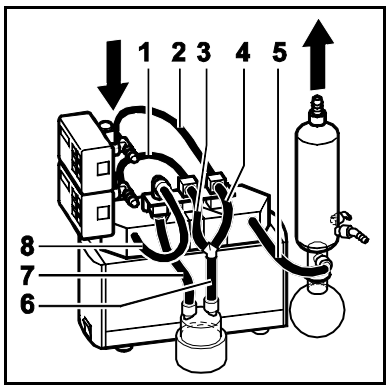

Abb. 18: Verschlauchung System SCC
8	Schläuche (siehe Abb. 18) ▪ Resistent gegenüber dem genutzten Medium ▪ Innendurchmesser 10 mm ▪ Längen: (**1**) ca. 320 mm, (**2**) ca. 260 mm, (**3,4**) ca. 120 mm, (**5**) ca. 220 mm, (**6**) ca. 135 mm, (**7**) ca. 175 mm, (**8**) ca. 350 mm
5. System verschlauchen (siehe Abb. 18).